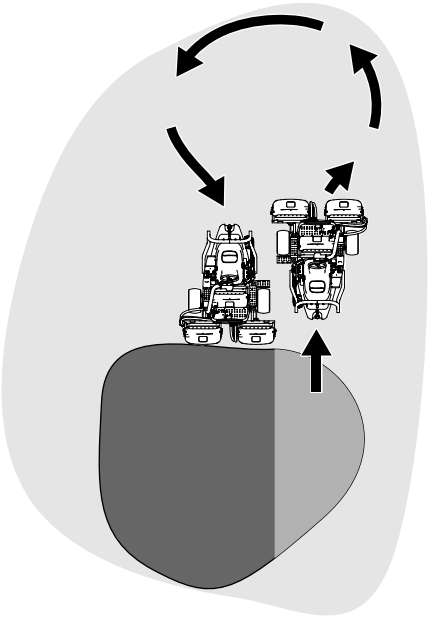

**Figur 27**
6. Reducer klippetiden og let trimningen for den næste bane ved kortvarigt at vende maskinen i den modsatte retning og herefter dreje i retning af den uklippede del. Denne bevægelse er en dråbeformet vending (Figur 27), så du hurtigt er klar til næste omgang.